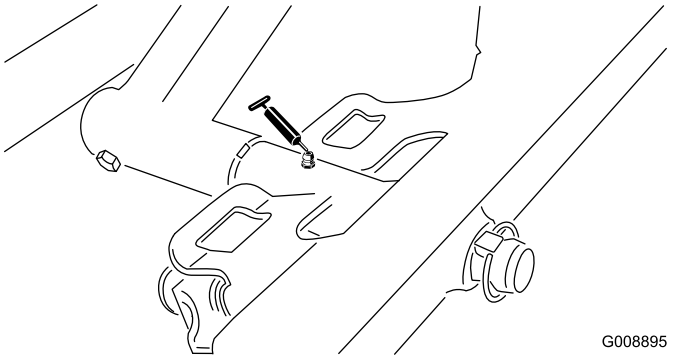

Figuur 51
- Draaipunt van voormaaidek (Figuur 51)